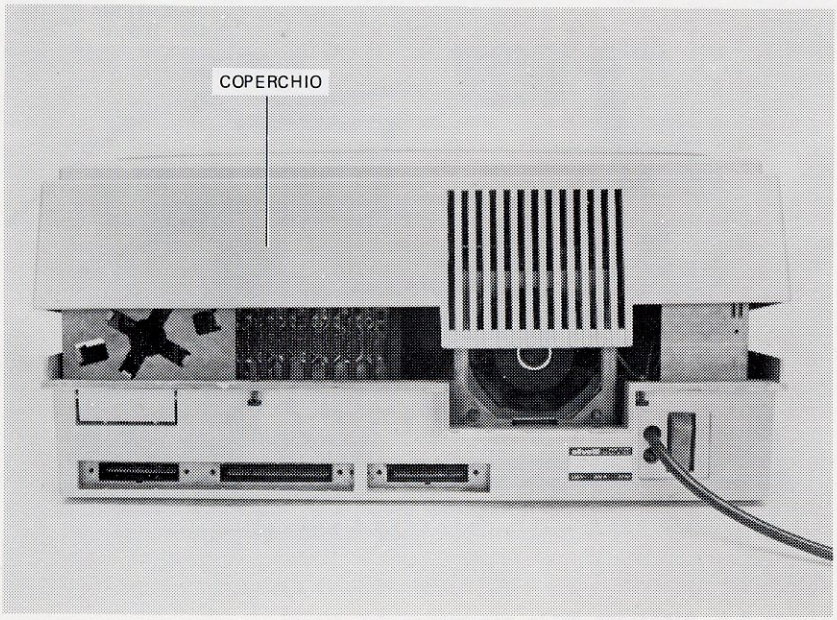

Figura B-4 Rimozione del coperchio dell'unità centrale
3. Sollevare il retro del coperchio (vedere Figura B-4).